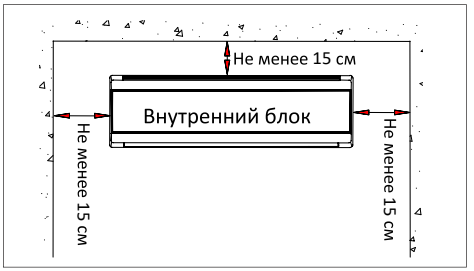

Рис. 1
– Проверьте расстояния для установки, как показано на рис. 1.